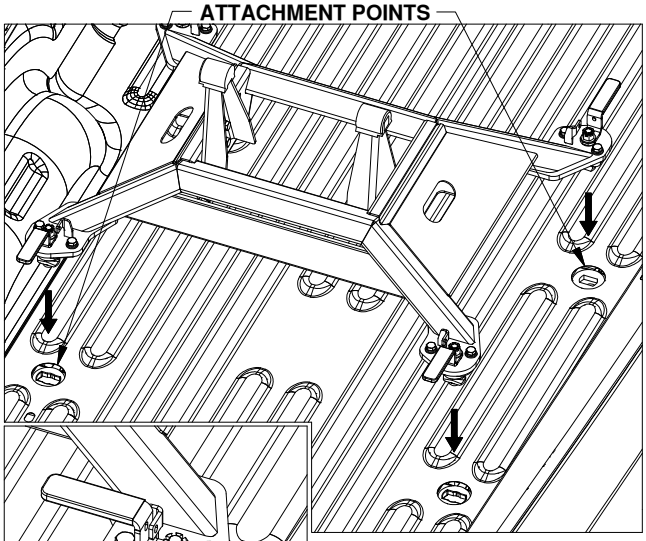

FIGURE C1: View of unlatched base
1. The Companion base will mount to four attachment points in the truck bed. Remove any debris and/or obstructions from the truck bed, this includes any plastic caps which may be over the attachment points. Remove the latch pins from each side of the base and rotate the handles out, see Figure C1. Place the base over the attachment points and carefully lower it until the latch cams pass through the floor and the base rests flat against the top of the attachment points.